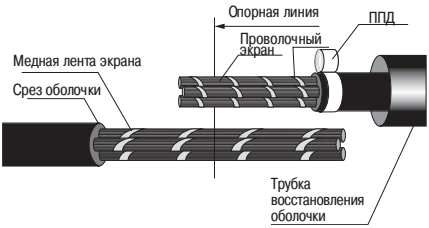

Рисунок 2
4.3 Обмот ть поверхность оболочки одного из к белей полиэтиленовой пленкой от уп ковки (н рисунке не пок з н), н деть трубку восст новления оболочки и сдвинуть вдоль к беля (рисунок 2). Уст новить н один виток пружину постоянного д вления (д лее ППД) поверх н ружного покров к беля.